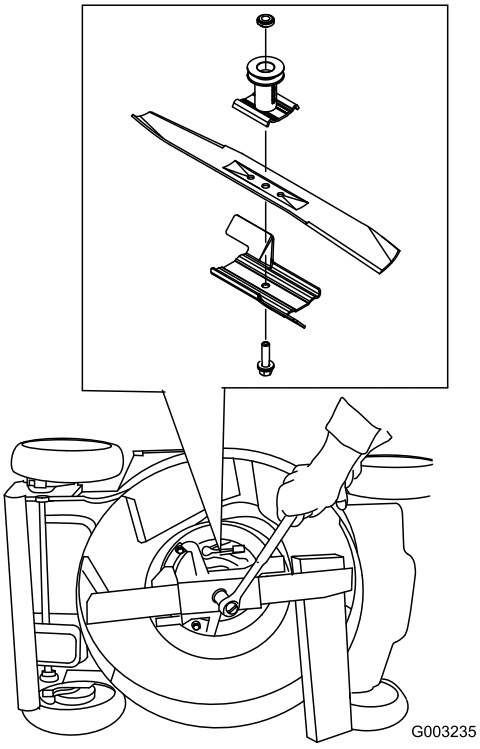

Figuur 38
3. Gebruik een blok hout om het mes stil te houden (Figuur 38).